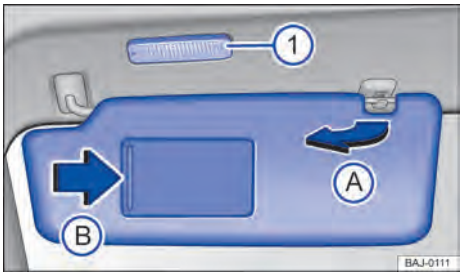

Fig. 76 Para-sol.
- Retirar do suporte e virar na direção das portas ⇒ Fig. 76 Ⓐ.